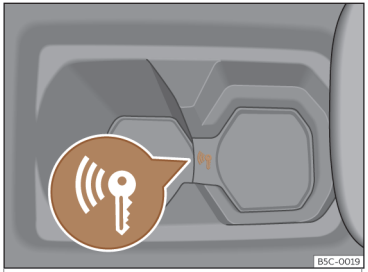

Fig. 155 Sulla console centrale: avviamento di emergenza.
- Subito dopo aver premuto il pulsante di avviamento, tenere la chiave nel portabevande della console centrale››› **fig. 155**, il più vicino possibile al logo *Kessy*.